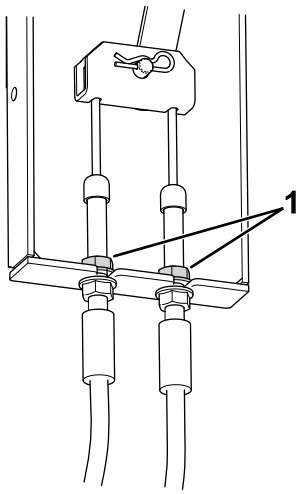

Figura 76
3. Localice el soporte del cable de freno (Figura 76), debajo del lado izquierdo de la máquina, cerca de la rueda izquierda.